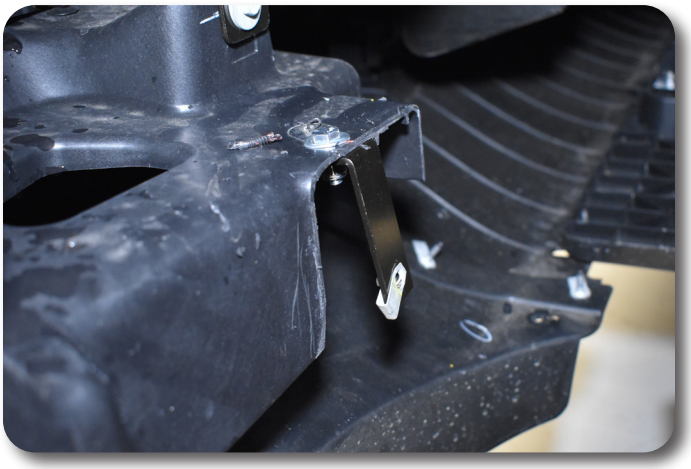

Figure 37
5. Install the provided bracket and hardware as shown in Figure 37. Install the factory liner clip to the bracket.